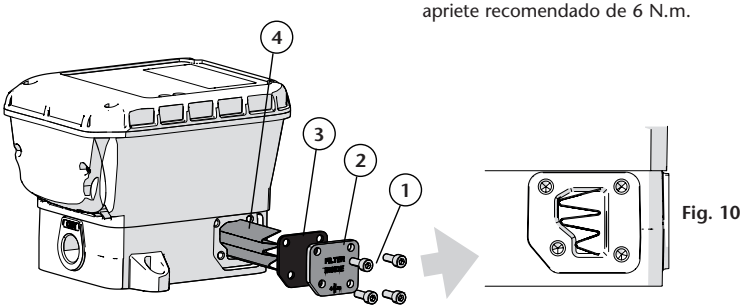

Fig. 10
Para acceder al filtro y llevar a cabo tareas de limpieza o sustitución, afloje los tornillos (1), retire la tapa (2) y extraiga la junta (3). A continuación, extraiga el filtro (4) y proceda a su limpieza o sustitución si estuviese dañado. Vuelva a montar el filtro en su alojamiento verificando su correcta posición (fig. 10). Monte de nuevo la junta (3), coloque la tapa (2) y fije los tornillos (1) con un par de apriete recomendado de 6 N.m.